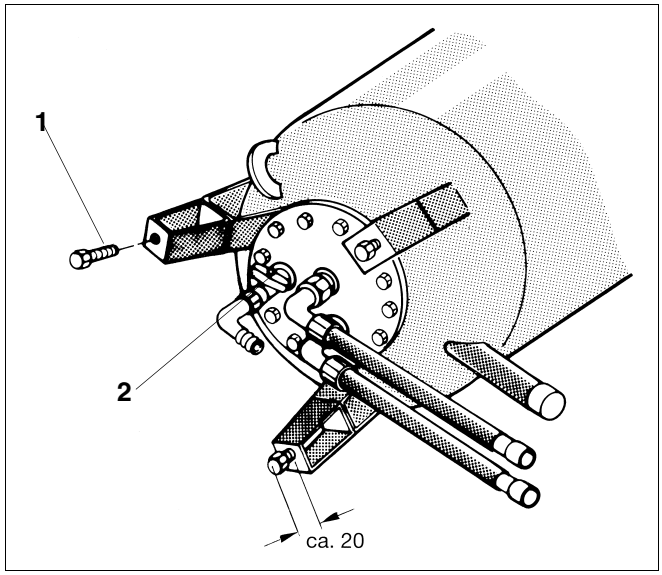

Afb. 3 Gebruik van de bevestigingsschroeven als inschroefbare voetjes
- Kantel de boiler en plaats hem op zijn zijde. Zorg ervoor dat hij niet kan draaien (afb. 3).
- Draai de bevestigingsschroeven als inschroefbare voetjes tot op ca. 20 mm in de boilervoetjes (afb. 3, pos. 1).
- Controleer of de aftapkraan gesloten is en of het handgatdeksel voorschriftmatig afdichtend aangetrokken is (afb. 3, pos. 2).
Legende voor afb. 3: